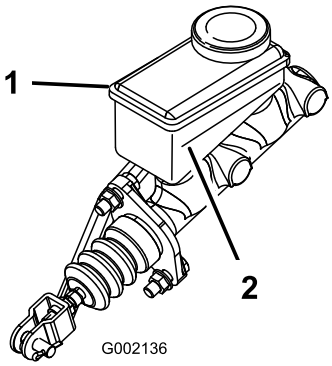

Rysunek 15
3. Spójrz na oznaczenia poziomu płynu z boku zbiornika (Rysunek 15).
B. Wlewaj płyn hamulcowy DOT 3 do zbiornika, aż poziom płynu znajdzie się powyżej linii poziomu minimalnego (Rysunek 15).
5. Załóż gumową zaślepkę u góry tablicy rozdzielczej (Rysunek 15).